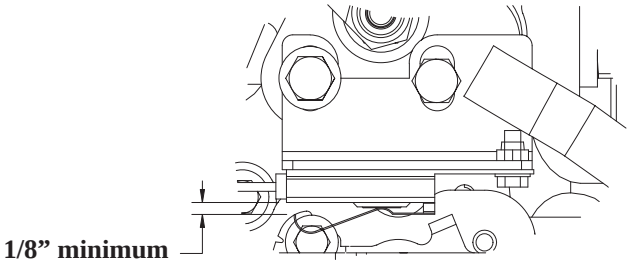

Figure 11
10. To check the position and the operation of the switch, depress the traction pedal fully in reverse and measure the gap between the arm and the switch body. The gap should be a minimum of 1/8” (Fig. 11).